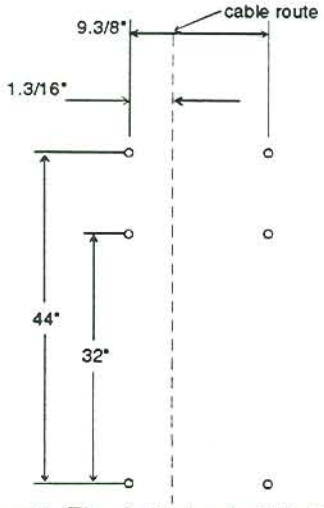

Figure 1: The Actuator installation bolt pattern.
2. Mount the dump actuator using the mounting hole patterns shown in Figure 1. If the horizontal seam bolts are within 1" horizontally of the hole pattern shown, existing holes may be used to attach the actuator. Use four 5/16" x 1.1/4" bin bolts with bolt heads to the inside of the bin. Also, use flat washers on each side of the mounting brackets.